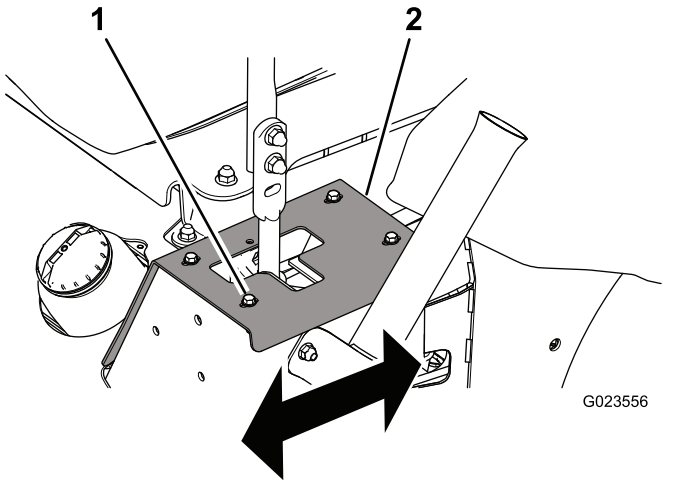

Figur 55
- Hvis den sporer mod højre, skal boltene løses, og venstre stopplade skal justeres bagud, indtil maskinen sporer lige (Figur 55).
- Hvis den sporer mod venstre, skal boltene løses, og højre stopplade skal justeres bagud, indtil maskinen sporer lige (Figur 55).
1. Bolt (4)
3. Stram boltene for at fastgøre stoppladen (Figur 55).